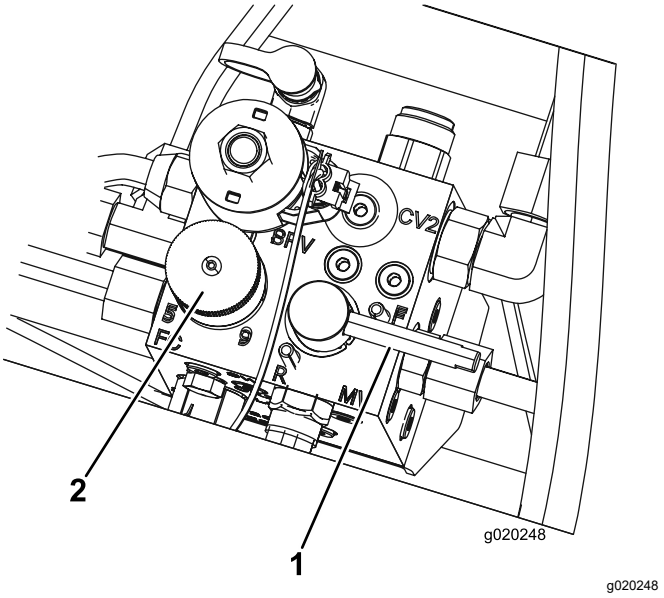

Figur 83
5. Ställ in cylinderns hastighetsreglage till läge 1 (Figur 83).
6. Flytta slipningsspaken till läge R (slipning) (Figur 83).